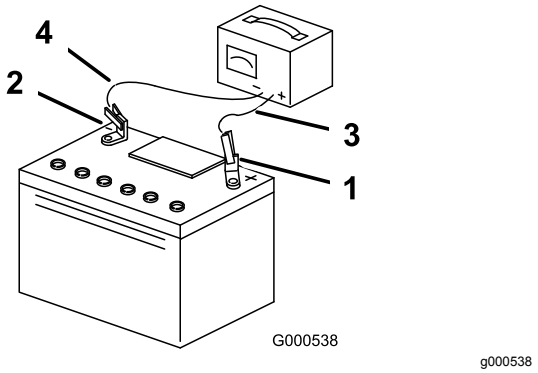

Figuur 57
3. Zodra de accu volledig is opgeladen, haalt u de acculader uit het stopcontact en maakt u vervolgens de oplaadkabels los van de accuklemmen (Figuur 57).